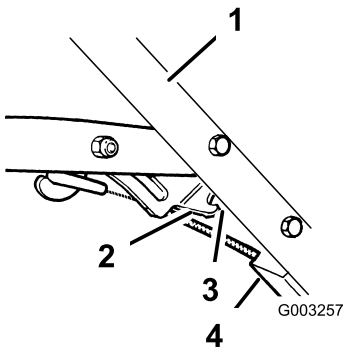

Figure 30
4. Loosen the nut on the cable bracket (Figure 30).